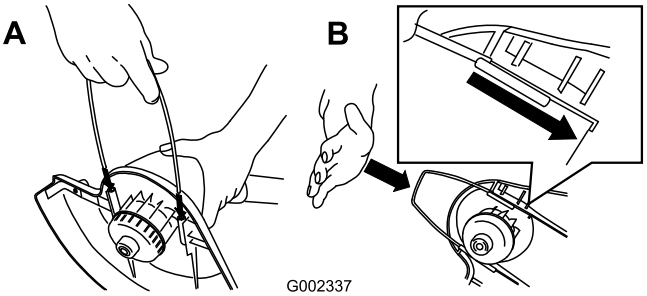

Figura 3
4. Instale la guía de alambre (Figura 3).